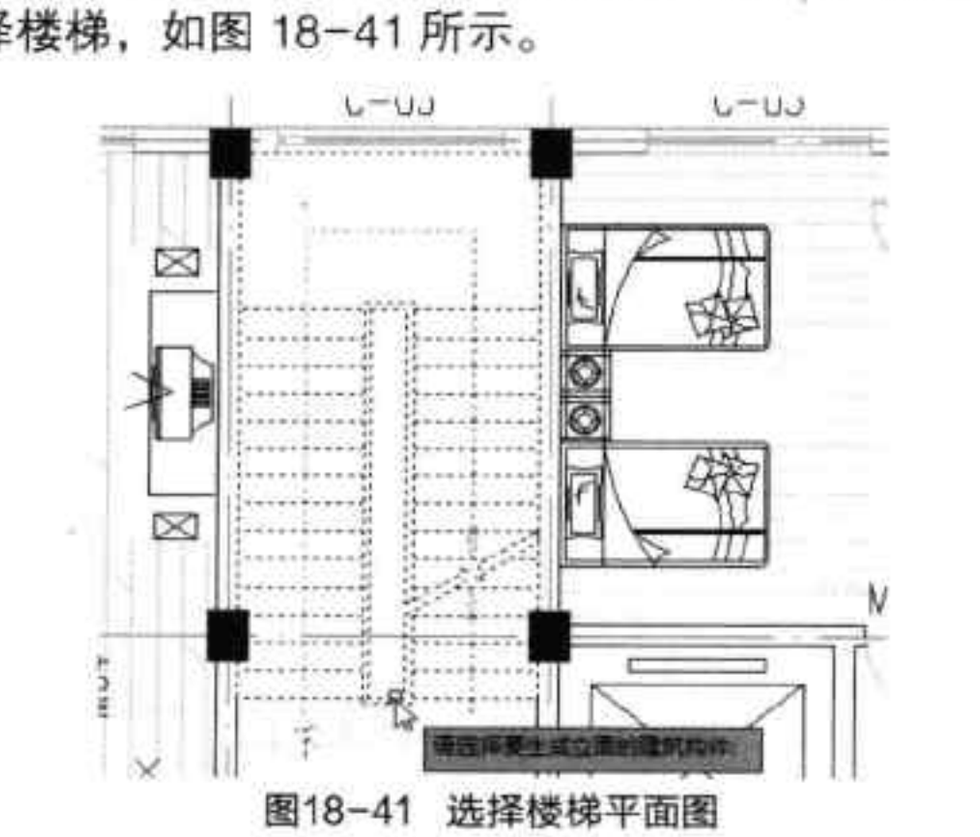

图18-41 选择楼梯平面图
Step 01 执行“立面 > 构件立面”命令，根据命令行提示，选择要显示的立面方向，这里选择“左立面”方向。选中要生成的建筑设施，这里选择楼梯，如图 18-41 所示。